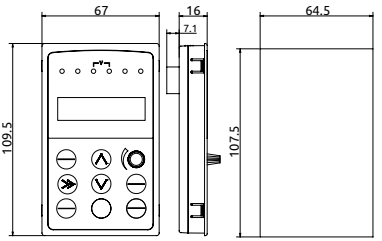

Рис. 2-6 Монтажные размеры панели управления
(1) Панель управления EN-LCD2 с внешним выводом не поддерживает возможность установки на выносном кронштейне. Монтажные размеры см. на Рис. 2-6.
(2) Для других панелей управления с другим внешним выводом пользователь может заказать монтажный блок другого размера, подходящий под фактический размер панели управления, или использовать кронштейн. Рекомендуемая толщина монтажной панели составляет 1,0-1,5 мм.
(3) Кронштейн приобретается отдельно.